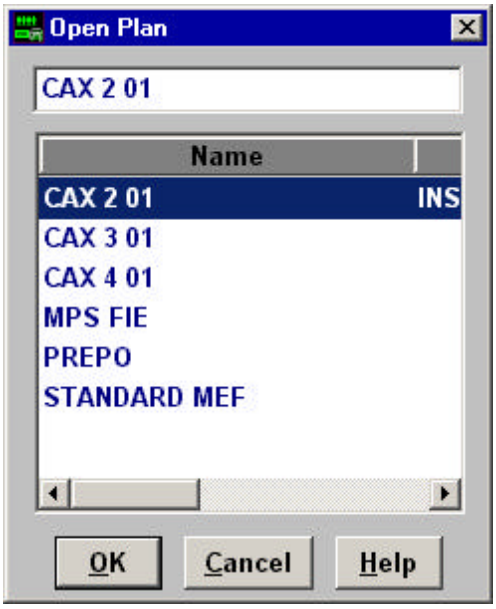

Figure 3.
STEP 1. Select the **Open Plan** option from the File menu. A list box of plans currently maintained in the database is displayed (see Figure 3).